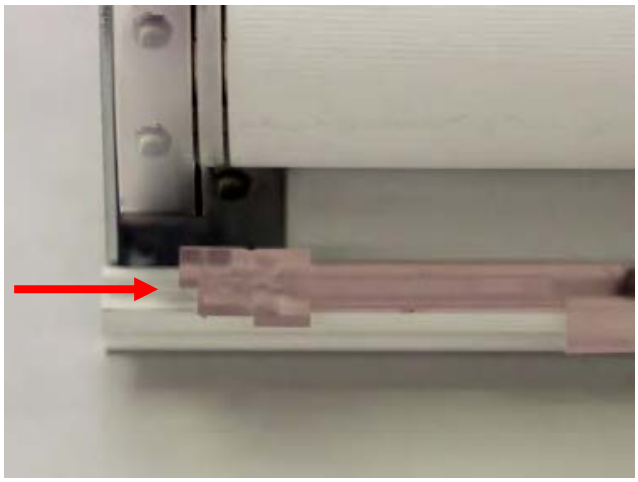

Рис.63
4. Вставить по краям базового профиля *соединитель кассеты М, прозрачный (310358-0000)* (**Рис.63**)